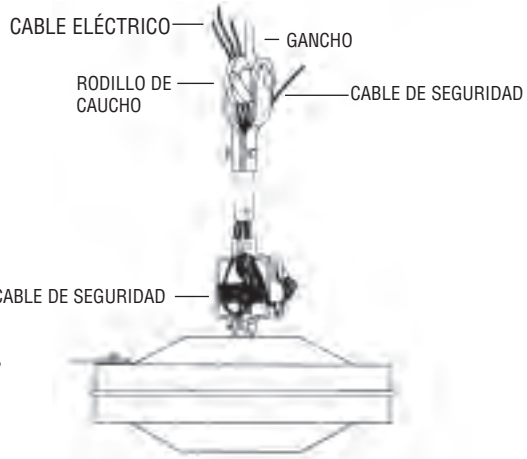

*Figura 2*
***(Véase la Figura 2)***
6. Deslice la cubierta inferior (C) hasta que quede a una altura mínima de 1/4” sobre el motor.